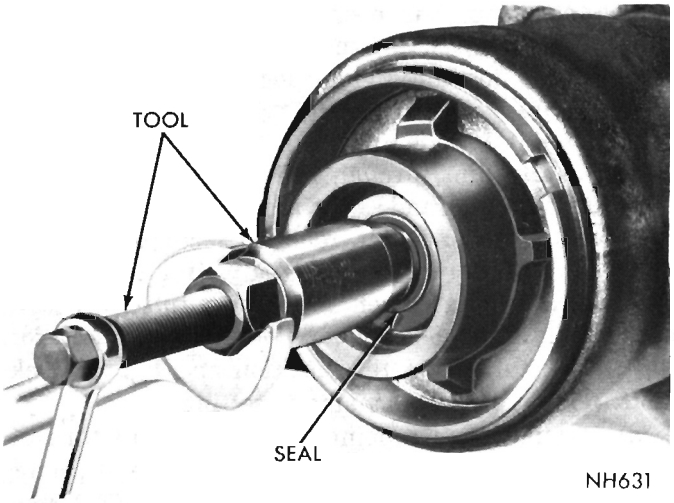

Fig. 26—Removing Worm Shaft Oil Seal
(1) Remove oil seal with Tool C-3638 (Fig. 26).